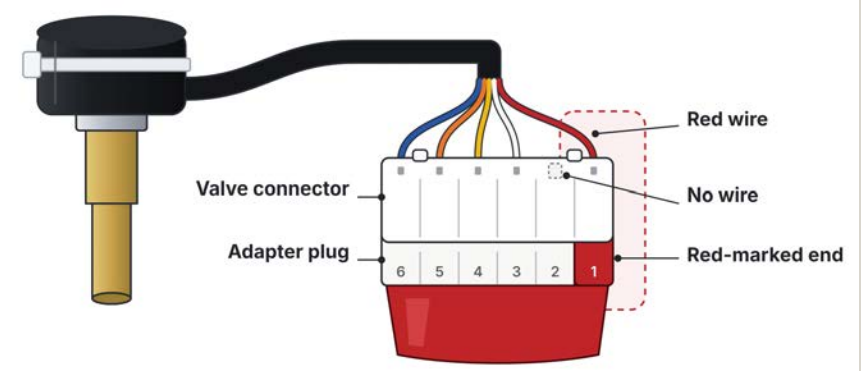

Figure 3. 6-pin motor connector with the red wire on pin 1 and no wire on pin 2. The red-marked end sits under pin 1.
1. **6-pin motor connector:** plug the male 6-pin end of the adapter cable into the motor's connector, matching the commons (see Figures 3 and 4).